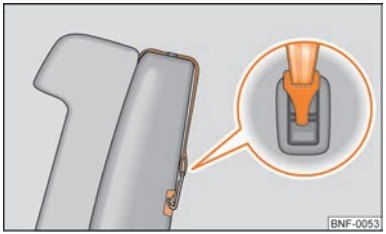

Fig. 84 Suspended belt
- Attach the child seats with the TOP TETHER system only to the attachment eyelets provided for this purpose ⇒ Fig. 84.